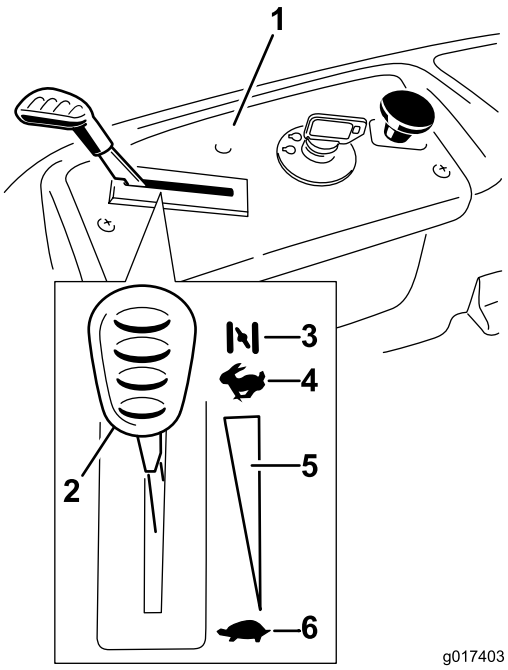

Figuur 12
3. Zet de gashendel op Choke voordat u een koude motor start (Figuur 12).
5. Zodra de motor start, zet u de gashendel op Snel (Figuur 12). Als de motor afslaat of hapert, moet u de gashendel weer enkele seconden op Choke zetten. Herhaal dit indien nodig.
2. Zet de gashendel tussen half en vol gas (Figuur 12).